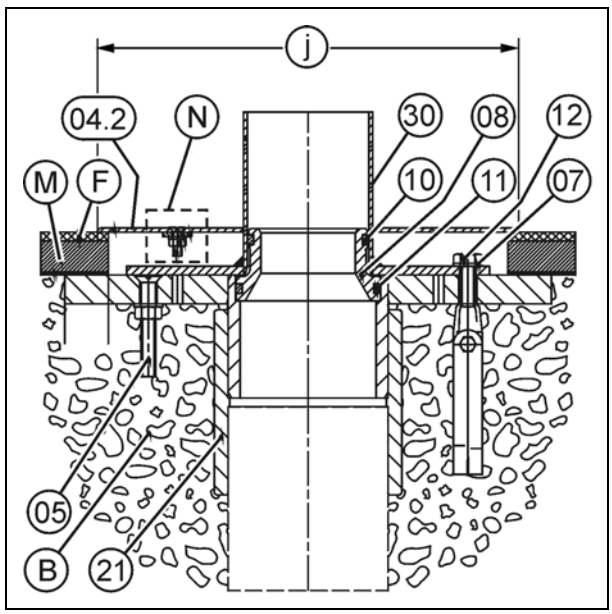
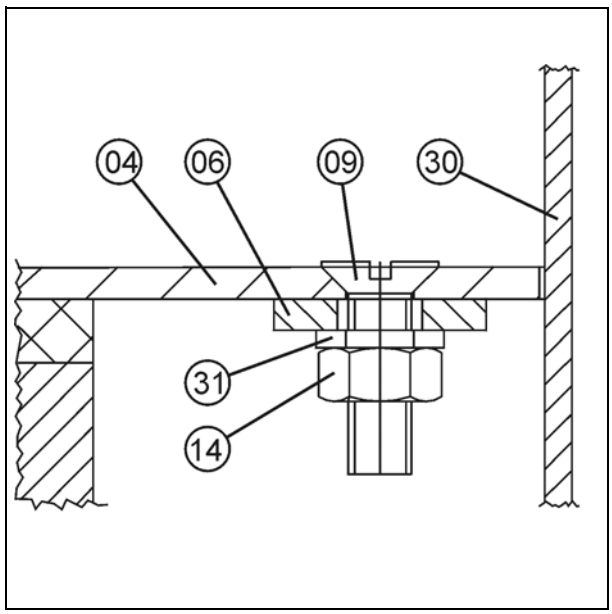
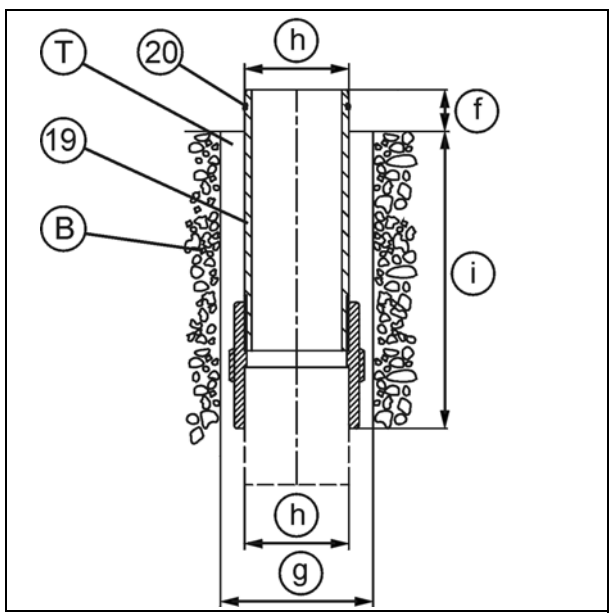
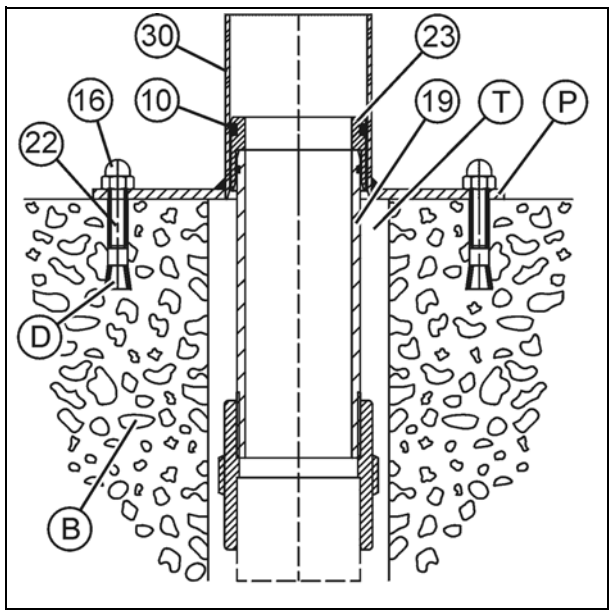

Fig. 18
Fig. 19: N Dettagli
Fig. 20
Fig. 21: N Dettagli
V. Fig. 18 e Fig. 19.
v. fig. 20 e 21
Il set da inserimento è disponibile nei modelli per piscine in cemento piastrellate (01) (fig. 19), per piscine in cemento con sigillatura a lamiera (02) (fig. 20), e per piscine in cemento con sigillatura verniciabile (21) (fig. 21).
Asportare la pellicola protettiva C (fig. 19) dal set da inserimento (01).